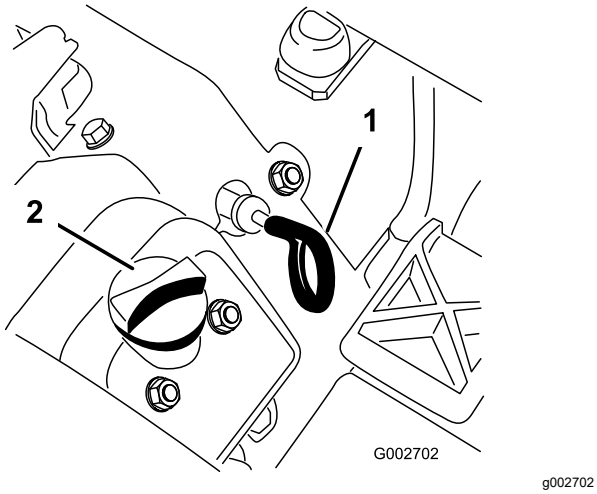

Figur 24
3. Rengör området runt oljepåfyllningslocket och oljestickan innan du tar bort stickan så att smuts och gräsklipp inte hamnar i motorn (Figur 24).
4. Dra ut oljestickan (Figur 24) och torka av den med en ren trasa.